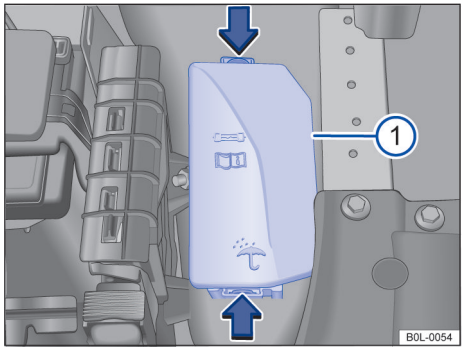

图 122 发动机舱内：保险丝盒的盖板 ①。
– 沿箭头方向按压解锁按钮，可松开保险丝盒的盖板 →图 122 ①。